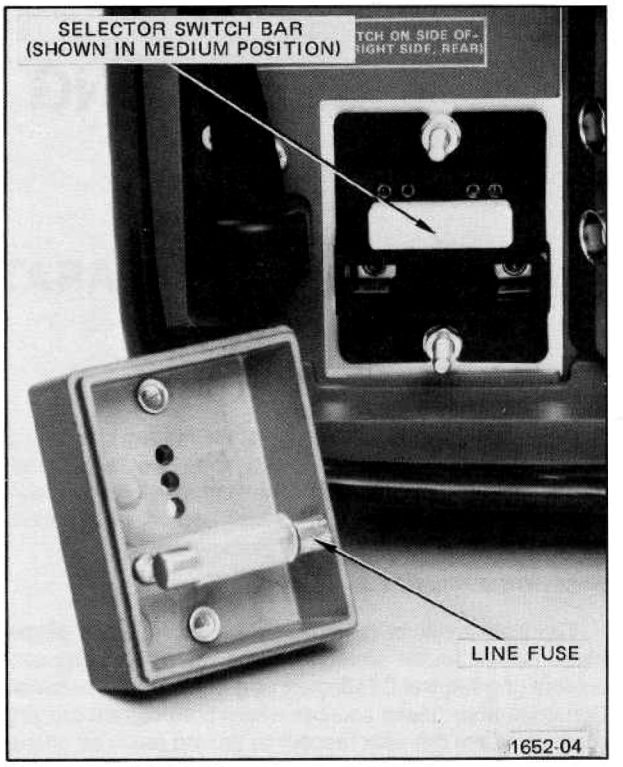

Fig. 2-1. Regulating Range selector and line fuse.
3. Pull out the Range Selector switch bar (see Fig. 2-1). Select a range from Table 2-2 that is centered about the average line voltage. Slide the bar to the desired position and plug it in. Push the cover on and tighten the screws.